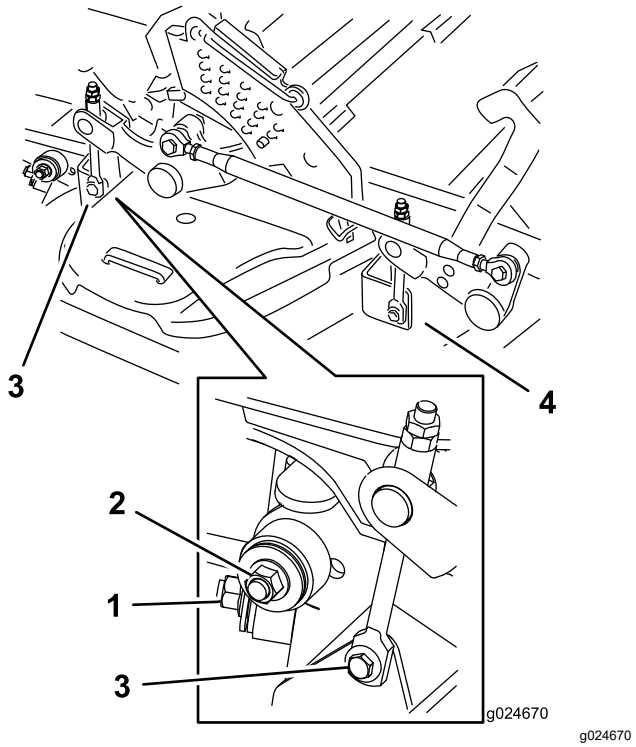

Figur 120
7. Fjern monteringsboltene/-møtrikkerne på begge sider af skjoldet som vist i Figur 120, og læg dem til side.